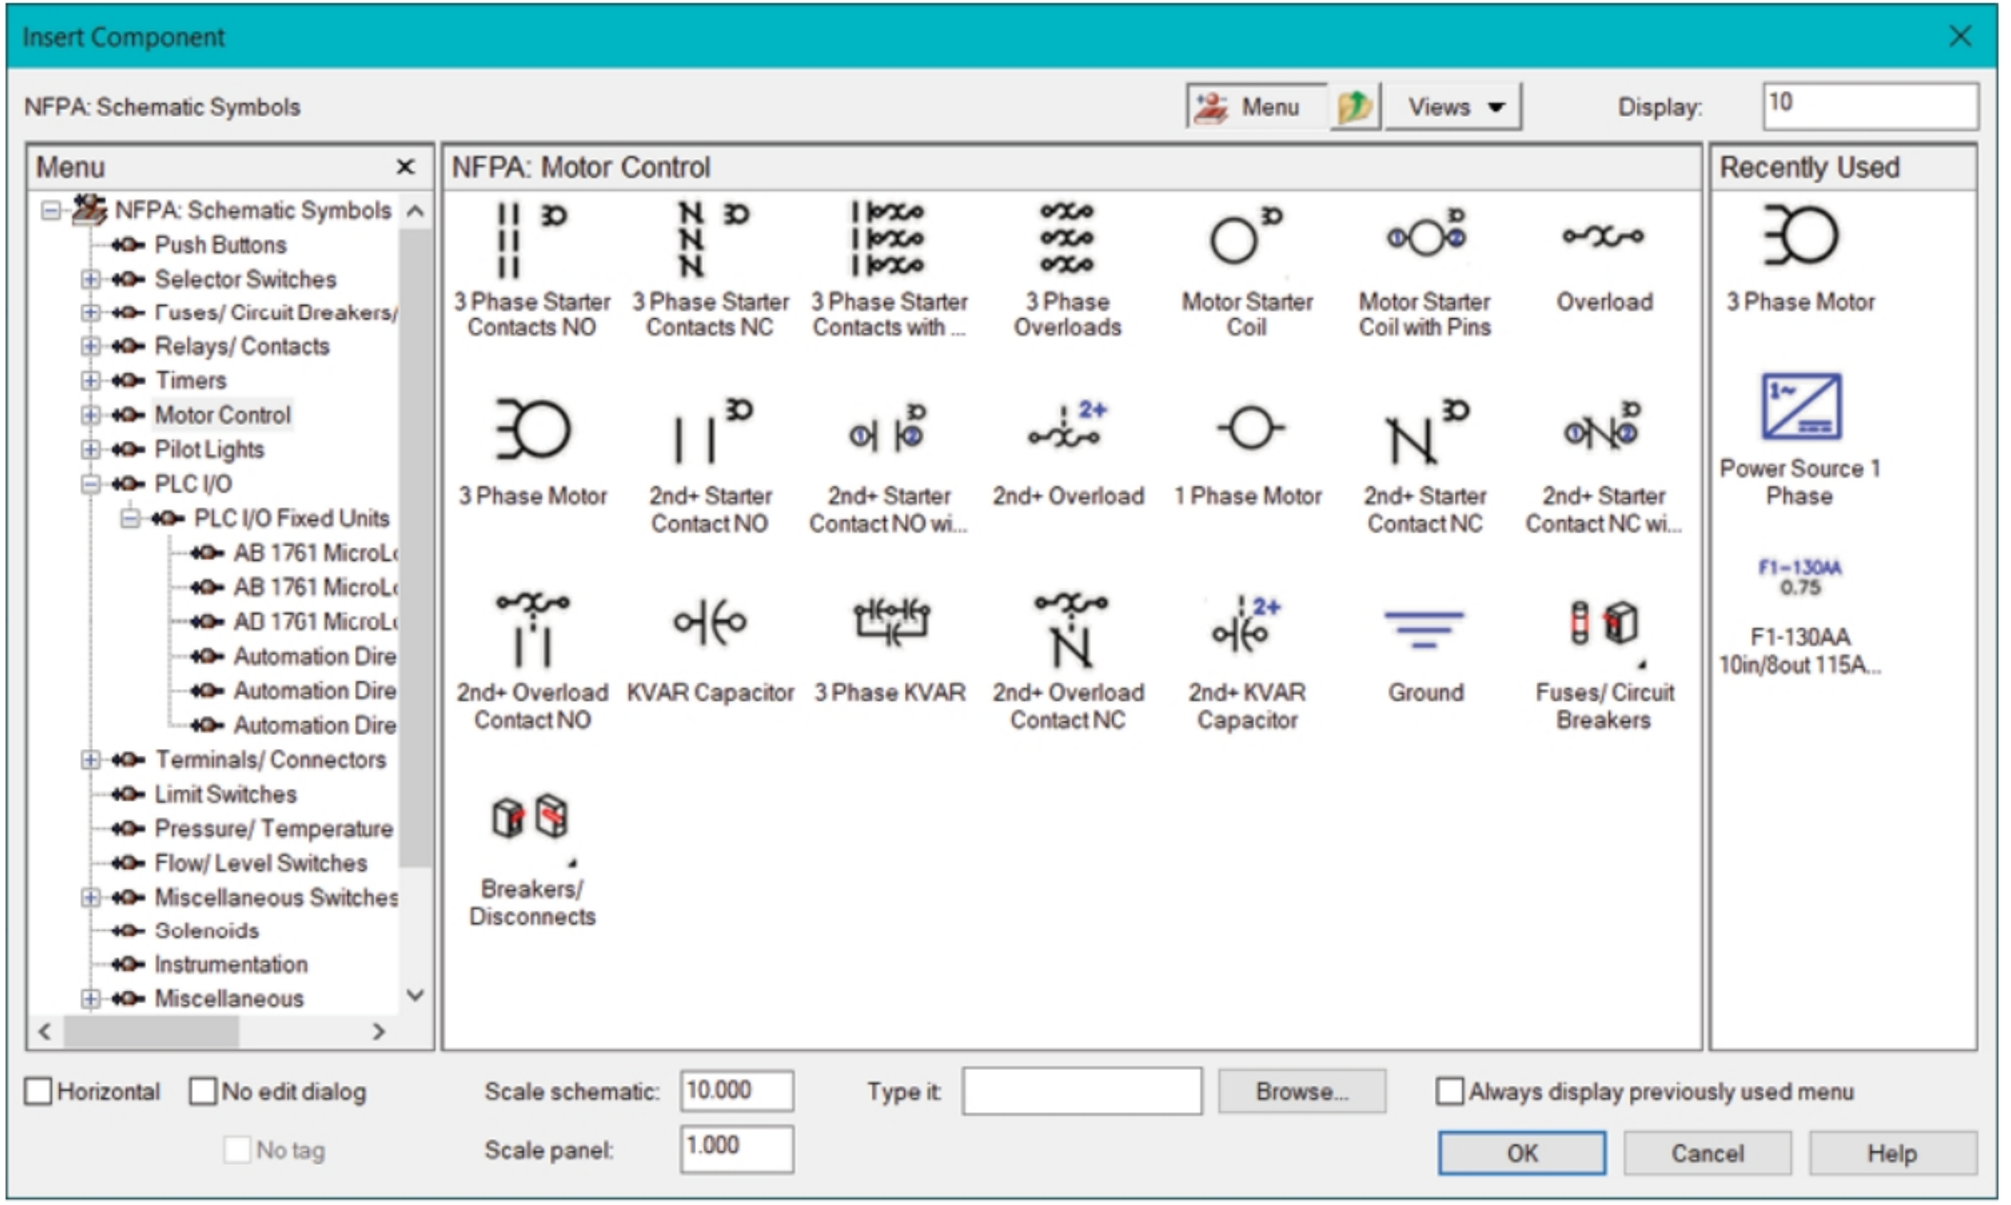

Figure-9. Insert Component dialog box
- Specify the Scale schematic value as 10 at the bottom in the dialog box and click on the **Motor Control** category from the dialog box. The components related to motor control will be displayed; refer to Figure-9.